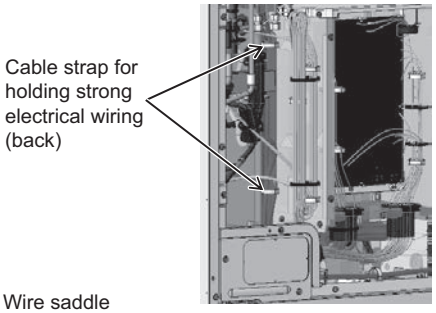

Figure 9
(12) Loosen the two cable straps holding the strong electrical wiring outside the main control box. (See Figure 9.)